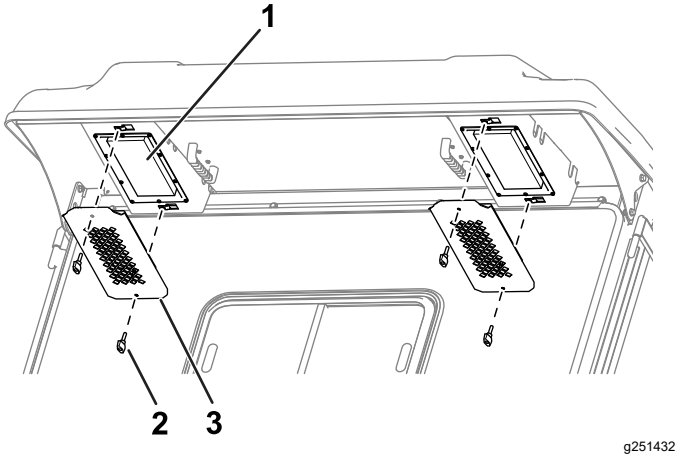

Bild 87
1. Entfernen Sie die Drehknöpfe und Roste vom hinteren Überhang der Kabine (Bild 87).
4. Verwenden Sie die Drehknöpfe und Roste, um die Filter in die Kabine einzubauen (Bild 87).